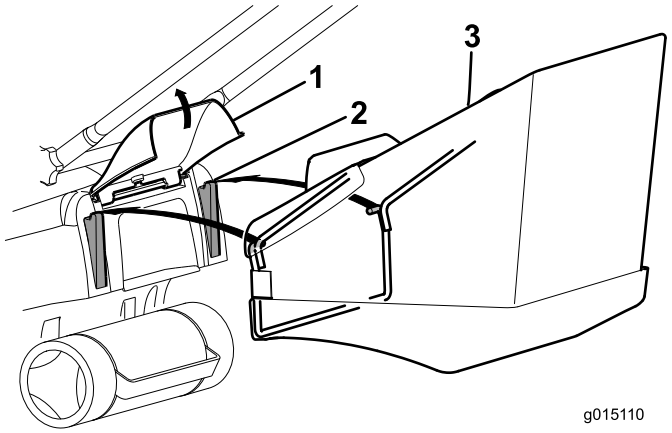

Figura 15
2. Alzate lo sportello posteriore e montate il cesto di raccolta sulle alette (Figura 15).